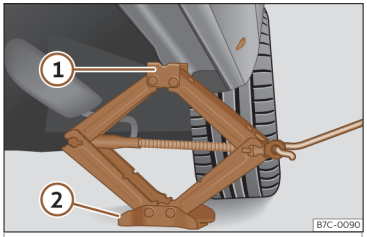

Fig. 43 Longherone: posizionamento del cric del veicolo.
- Ruotare la manovella del cric, posto sotto il punto di appoggio del longherone, per sollevarlo finché la linguetta ①››› **fig. 43** non avrà raggiunto l'alloggiamento previsto.
- Allineare il cric in modo tale che la linguetta ① "si agganci" nell'apposito alloggiamento del longherone e la piastra di base mobile ② resti appoggiata al suolo. La piastra di base ② deve cadere sul lato verticale rispetto al punto di appoggio ①.